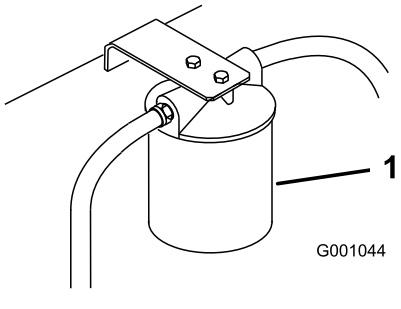

Figur 96
3. Plasser et tappefat under filteret, fjern det gamle filteret og tørk av filteradapterens pakningsflate (Figur 96).